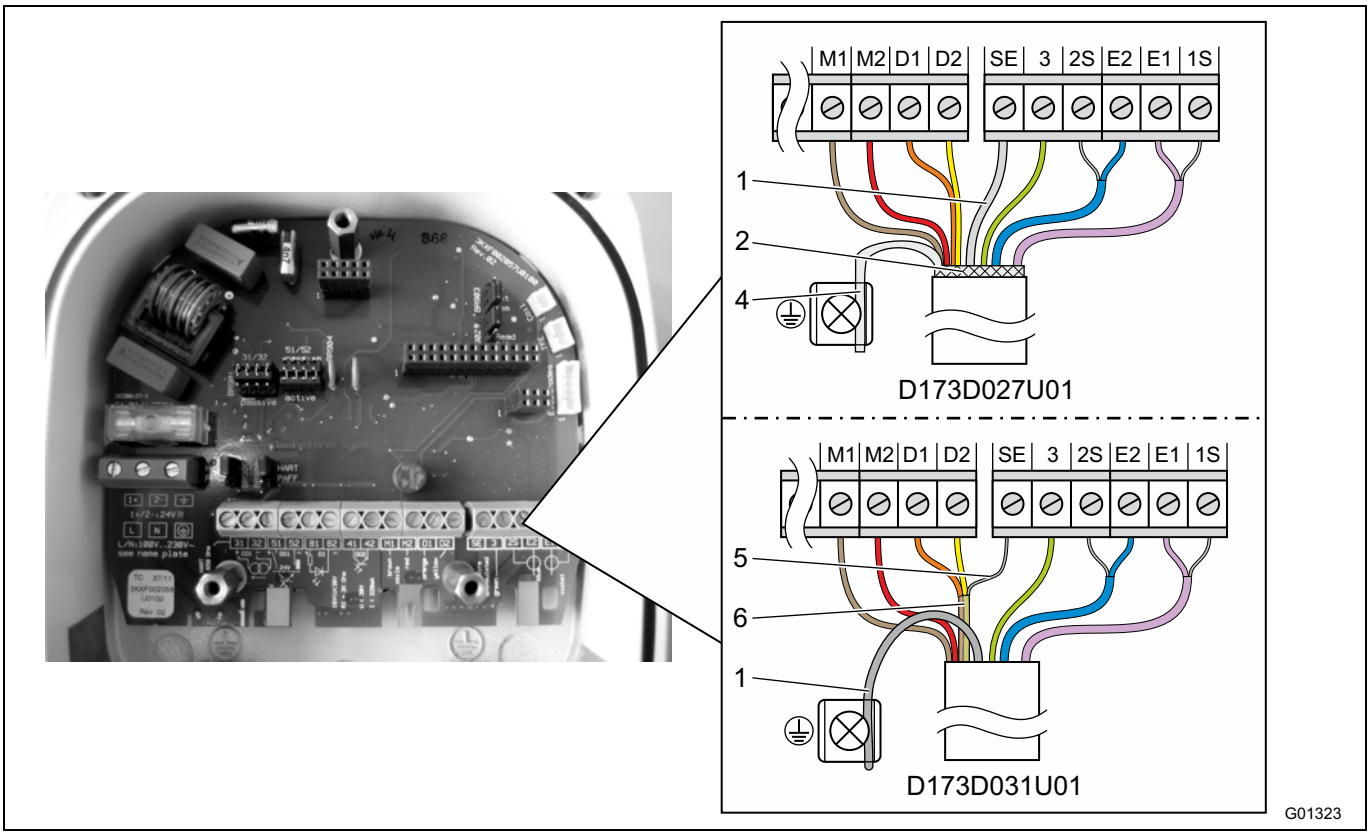

Fig. 29: Lado do transdutor de medição, dimensões em mm (inch)
Confeccionar a ponta do cabo do lado do transdutor de medição tal como representado em Fig. 29.
- Ligar todos os outros fios tal como representado em Fig. 29.